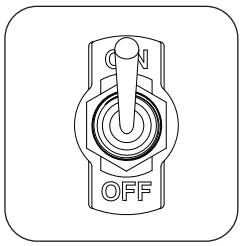

**Fig. 27-2** Toggle switch
2. Flip the toggle switch to **ON** to ignite the burner (see Fig. 27-2). The valve will open and the burner will light.
**To shut down the main burner (pilot will remain lit),** flip the toggle switch to **OFF** (see Fig. 27-2).